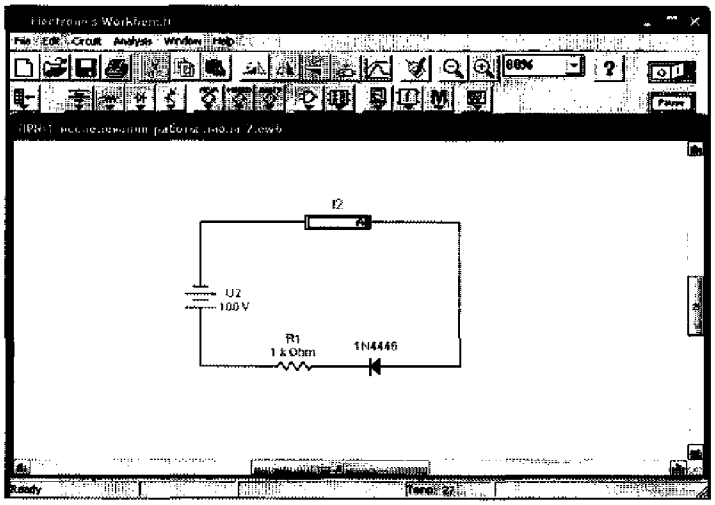

Рис. 3. Схема для исследования обратной ветви ВАХ диода
5. Соберите схему, представленную на рис. 3, для исследования обратной ветви ВАХ диода.